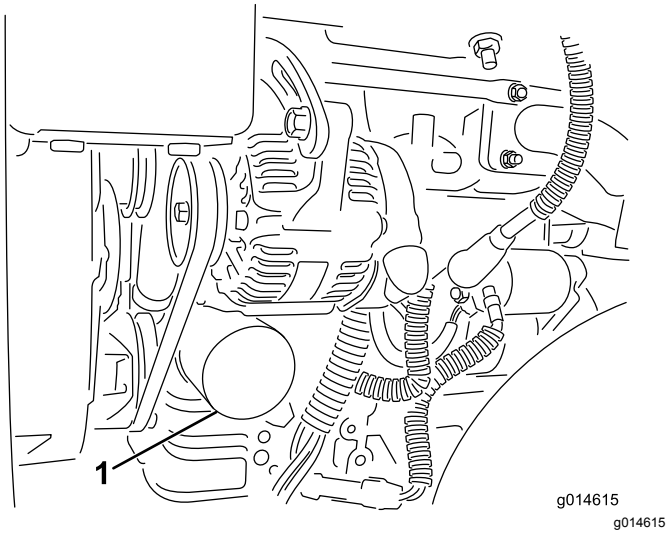

Figur 27
2. Fjern oliefilteret (Figur 27). Påfør et let lag ren olie på den nye filterpakning.